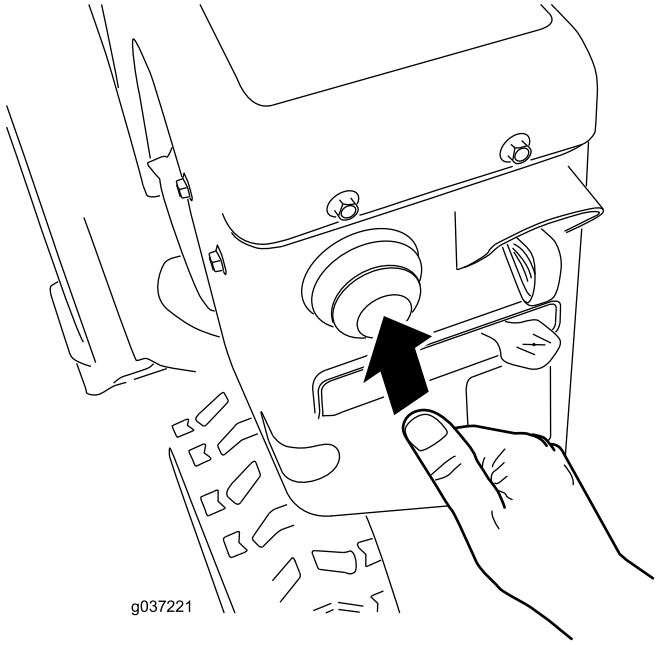

Figure 28
4. Firmly push in the primer with your thumb as indicated by the table below, holding the primer in for a second before releasing it each time (Figure 28).